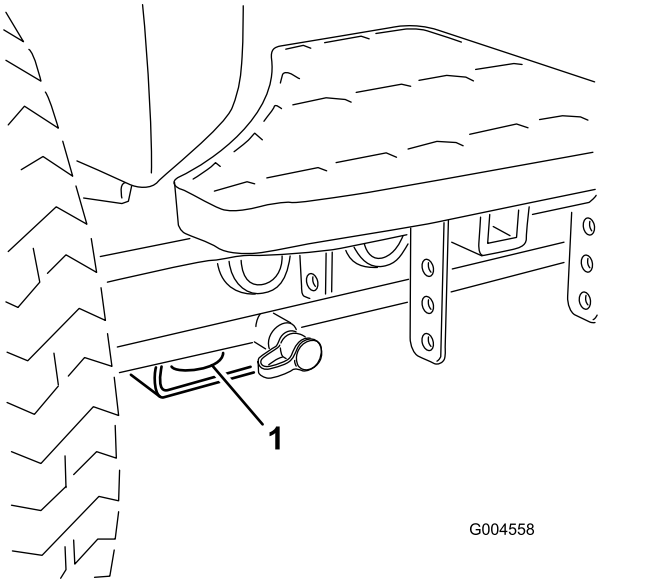

Figur 23
- **Maskinens forende** – hullet i den rektangulære plade, under akselrøret, indvendigt i forhold til hvert fordæk (Figur 23).